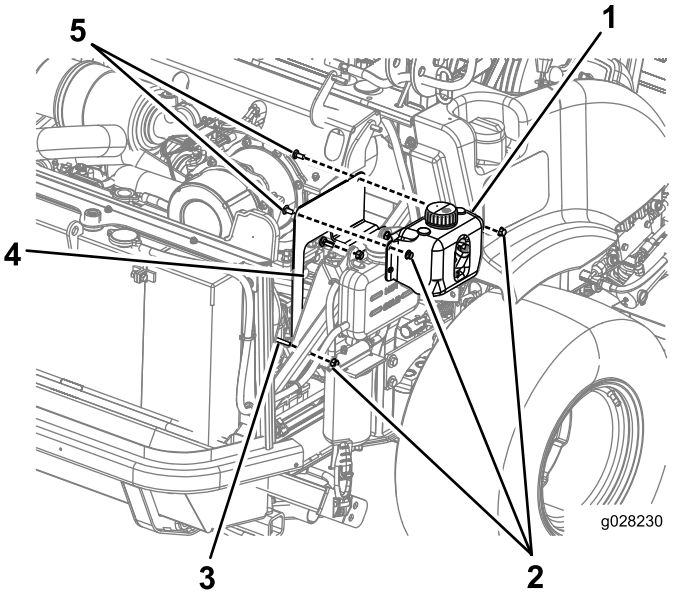

**Rysunek 28**
**Maszyny z silnikiem Yanmar:** Zamontuj wspornik i zamocuj zbiornik spryskiwacza do ramy poprzez zamocowanie wspornika do prawej strony maszyny powyżej istniejącego zbiornika, a następnie zamontowanie zbiornika spryskiwacza do wspornika (Rysunek 28).